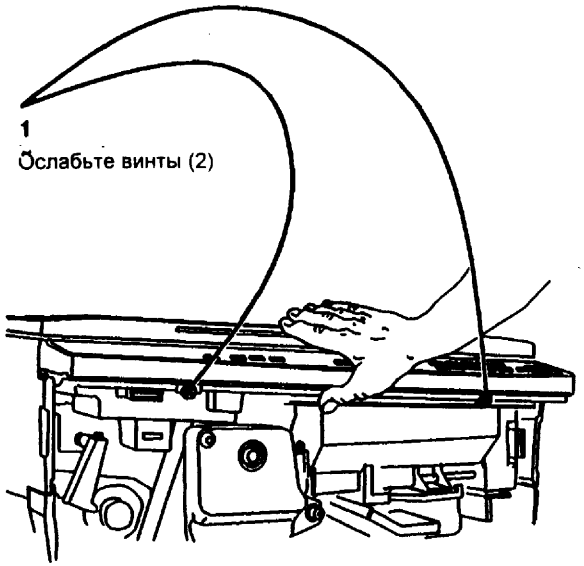

Рис. 1 Снятие узла пульта управления
2. (Рис. 1) Снимите узел пульта управления